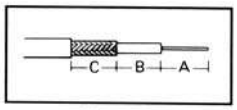
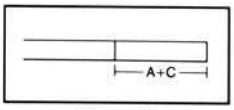

Figure 13
Figure 14
A. If your required strip length is as shown in Figure 13. you will choose the 2-step cassette that matches your "C"-dimension. **Mark cable** at length A+C from end (Fig. 14).